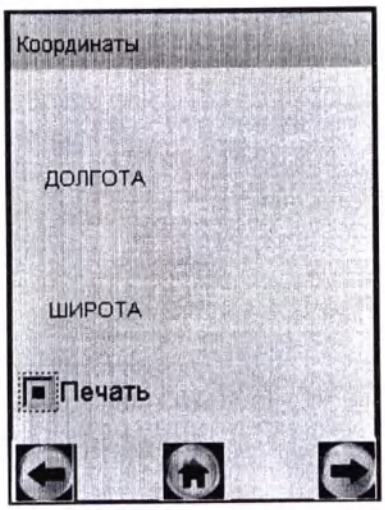

Рисунок 12 – Меню системы позиционирования
На сенсорном экране появится окно «**Координаты**» (рисунок 12). Пока координаты местоположения не будут установлены, поля «Широта» и «Долгота» будут незаполненными.
2.6.6 Для активации функции автоматического внесения координат местоположения в протокол измерения, коснитесь стилусом квадратика «**Печать**» (рисунок 12). При этом в распечатанный протокол измерения добавляются данные с координатами места проведения измерения.